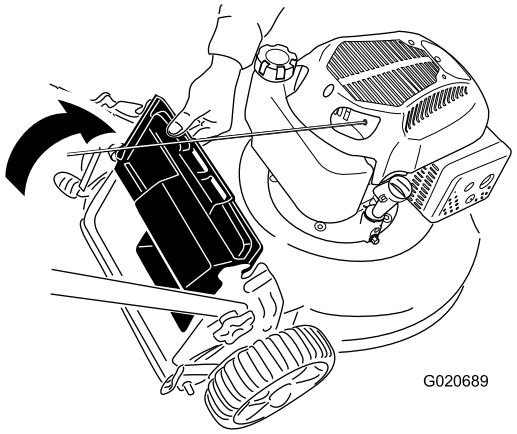

Figur 22
2. Lyft och håll upp den bakre gräsriktaren (Figur 22).